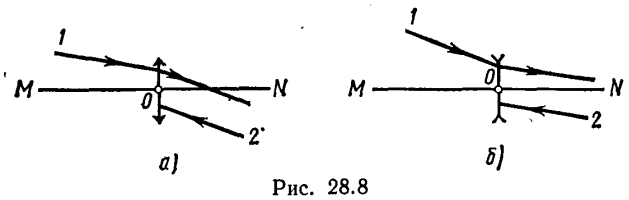

Рис. 28.8
6. На рис. 28.8, *а, б,* указаны положения главной оптической оси MN линзы и ход луча *1*. Построить [1]* ход луча *2* после преломления его линзой.